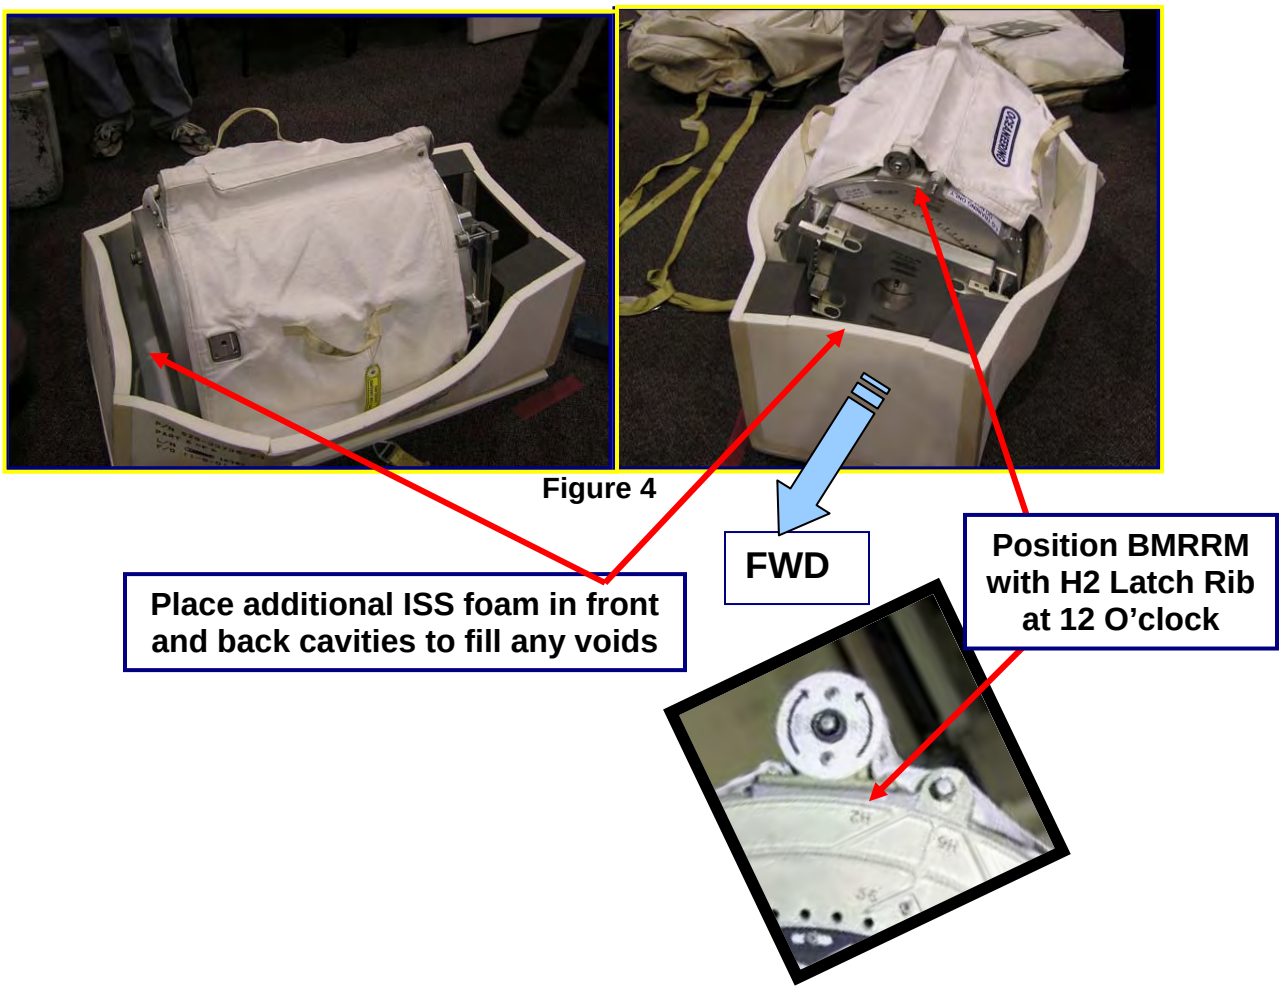

Figure 4
Step 9: Place ISS foam wedges (from step 2) to fill open volume around BMRRM per Figure 4.
Step 11: Ensure BMRRM connector plate/handrails are facing forward (away from the hatch), properly clocked per figure 4, and strap down 10MLE Bag A per below figures.